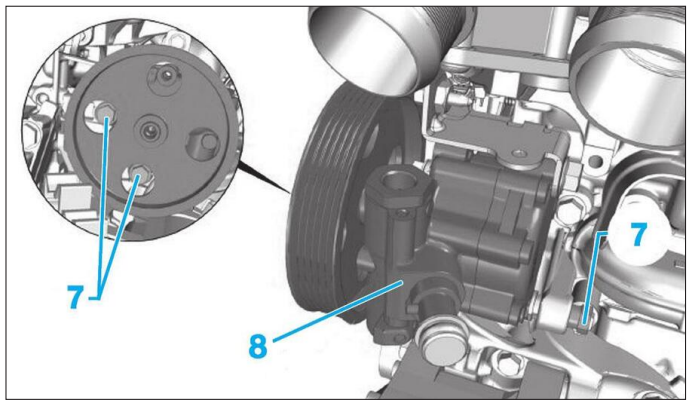

**Fig. 18**
• Déposer les vis de fixation (7) de la pompe de direction assistée (8) **(Fig.18)**.